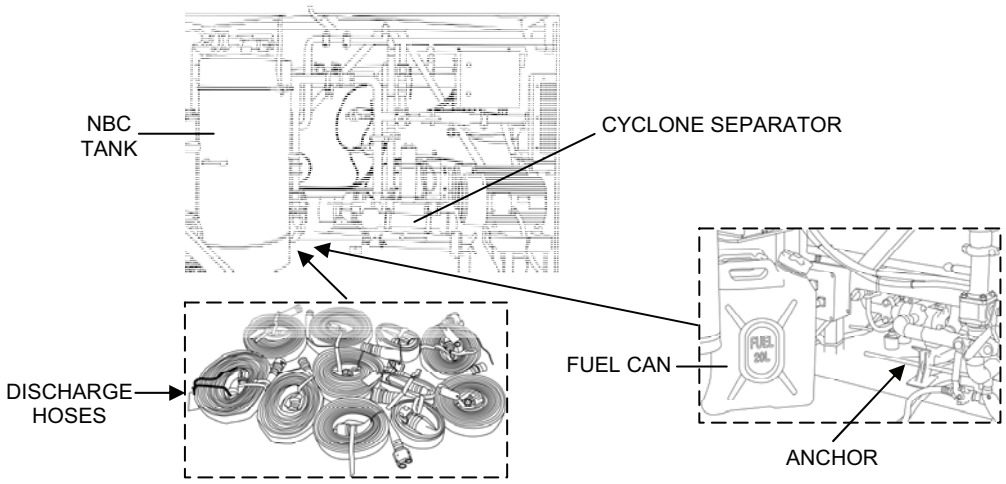

Figure 17. Anchor, Fuel Can, Cyclone, Collar and Hose Packout.
3. Place the anchor flat on the floor behind the NBC tank. Slide it underneath the piping next to the turbocharger (Figure 17).
5. Place the cyclone separator unit on the floor with the separator facing up (Figure 17). Slide it back and to the right as far as possible.
6. Place as many of the following hoses as you can behind the NBC tank (Figure 17):